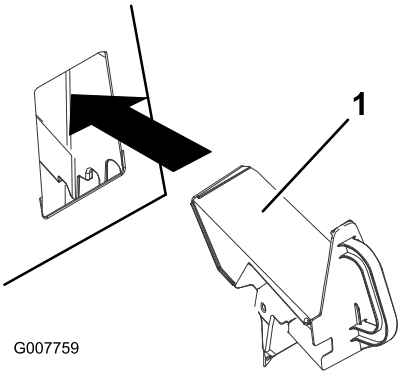

Figur 21
3. Sæt genbrugsdækslet på åbningen som vist i Figur 21.